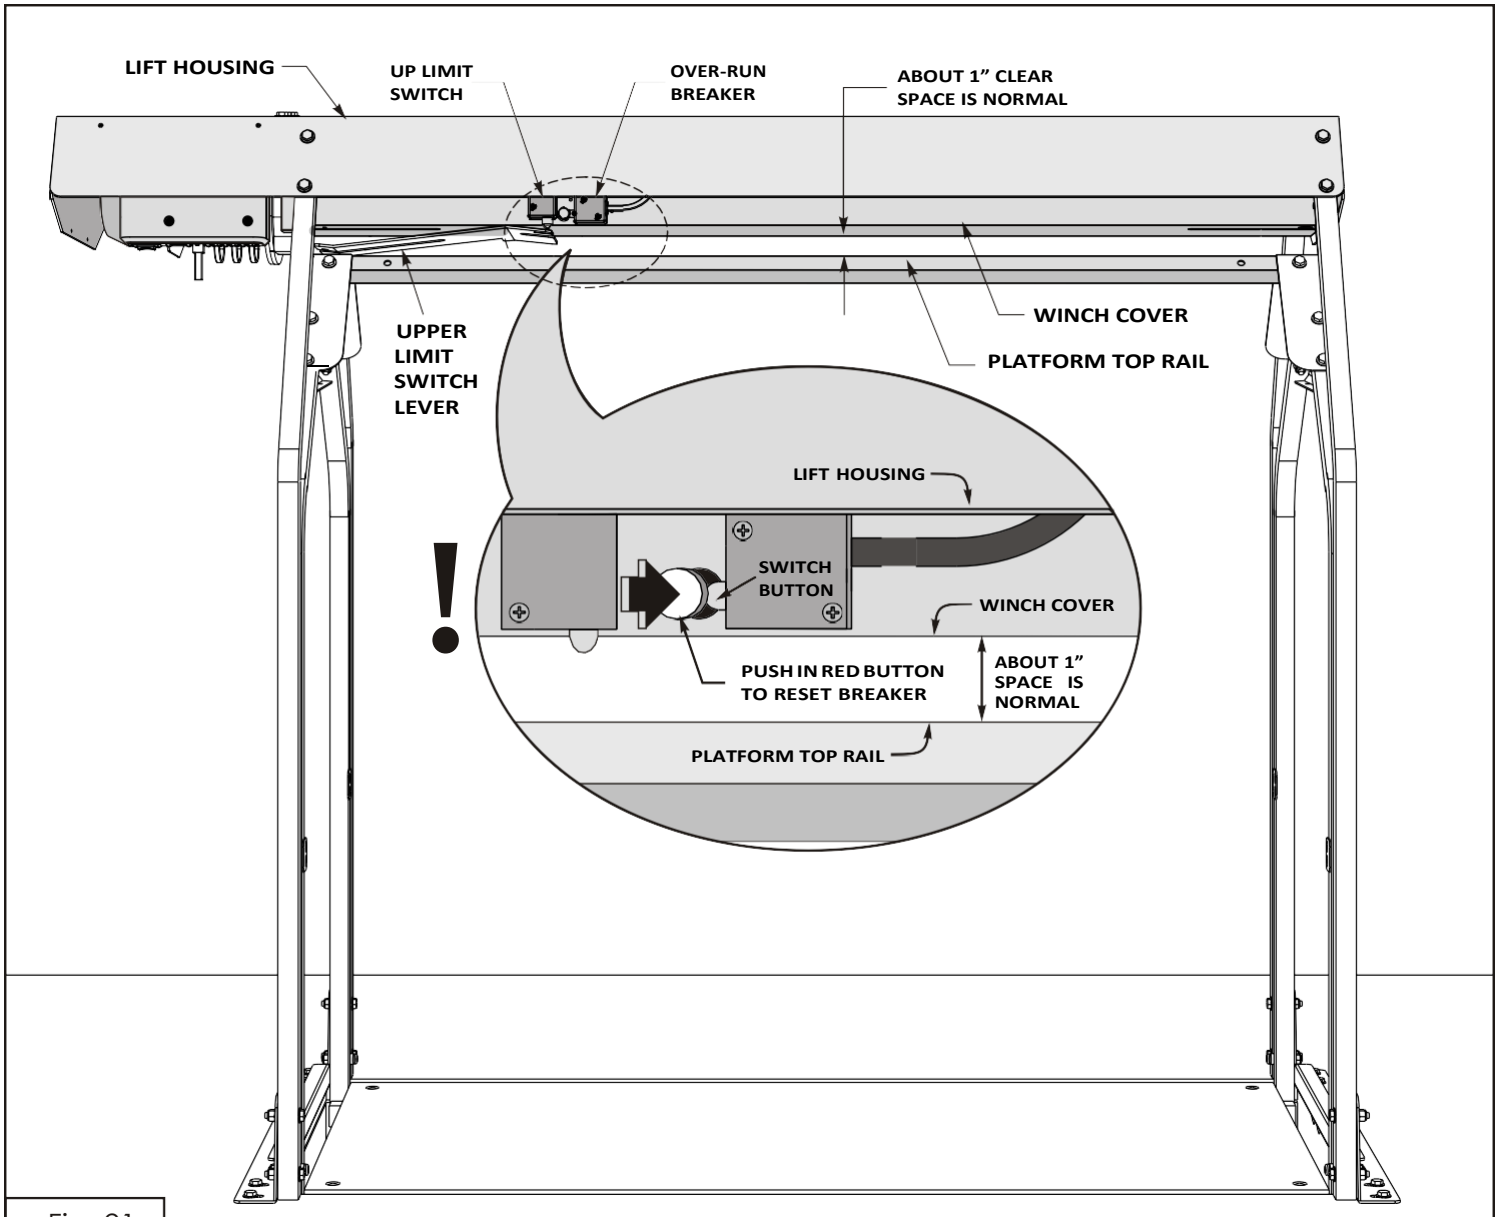

Fig. 21
13.6. IF YOUR LIFT WILL NOT GO DOWN: If your lift was working, but now will not go back down again, check the down limit "**over-run breaker**" illustrated in Fig. 21. Push straight in (firmly) on the red button. Now try to run the lift platform in the down direction. If it runs down now, it means that your down limit switch failed to stop the lift motor when the platform reached the floor and that tripped the over-run breaker switch. The down limit **over-run breaker** prevents the cables from being wound up backwards and possibly damaging to your lift. If the breaker trips again, **Do Not continue to use the lift until this malfunction has been corrected! The cause for this problem is that the down limit switch is either defective or not being activated**. The down limit switch must detect a release of tension in the cables (slack) when the platform lands on the downstairs floor and then stop the motor. (If your cables were not attached to the platform with it sitting directly on the floor or your platform can't come into full contact downstairs floor, then the cables won't get slack to trigger the down limit switch.) If the down limit fails, the over-run breaker is triggered to prevent back-winding the lift cables. Call 405-516-2412 for assistance in resolving this problem.
A. When the platform is raised all the way up and lifts the upper limit switch lever, the lever should not hit the winch cover. The plat-form top rail must stop about 1" from the winch cover (see Fig. 21);